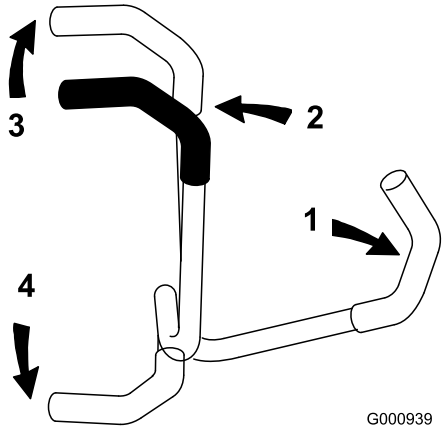

Figur 15
3. Kör framåt genom att försiktigt föra rörelsereglagen framåt (Figur 15).
Kör rakt bakåt genom att trycka lika mycket på båda rörelsereglagen (Figur 15).
För att svänga vrider du rörelsereglaget mot neutralläget i den riktning du vill svänga (Figur 15).
2. Backa genom att försiktigt dra rörelsereglagen bakåt (Figur 15).
För att svänga lättar du på trycket på det rörelsereglage som är närmast det håll som du vill svänga åt (Figur 15).